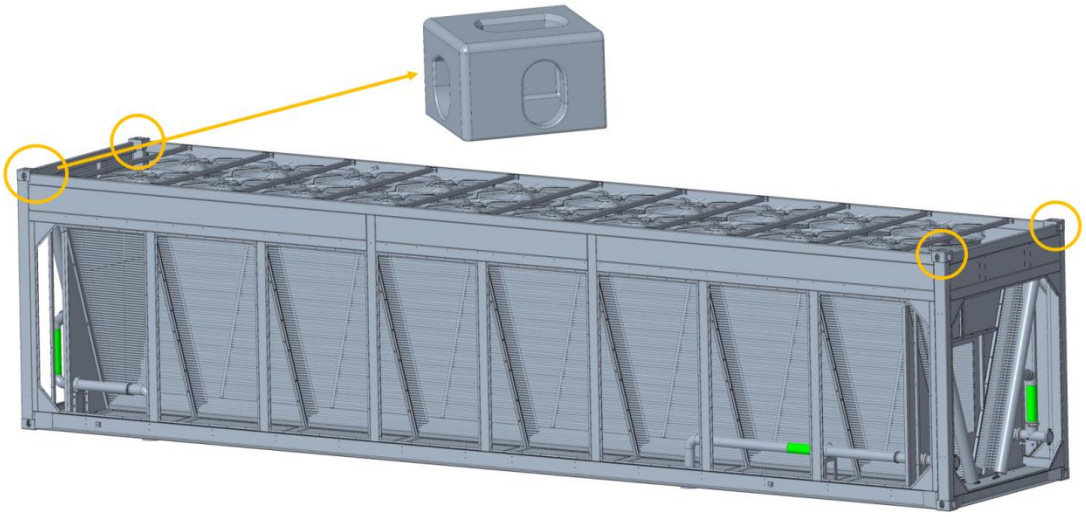

图 6.3 吊装点位置示意图
b) 将吊带分别穿过机组上方四个角件，角件位置如图 6.3 所示；